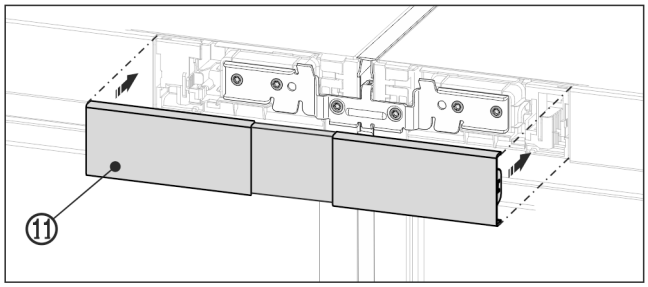

Fig. 24 Beispielhafte Darstellung
▶ Obere Abdeckung *Fig. 24 (11)* auf den noch offenen Zwischenraum der beiden Bedienteilblenden aufrasten. Darauf achten, dass die Aussenseiten der Abdeckung bündig mit den Bedienteilblenden abschließen.